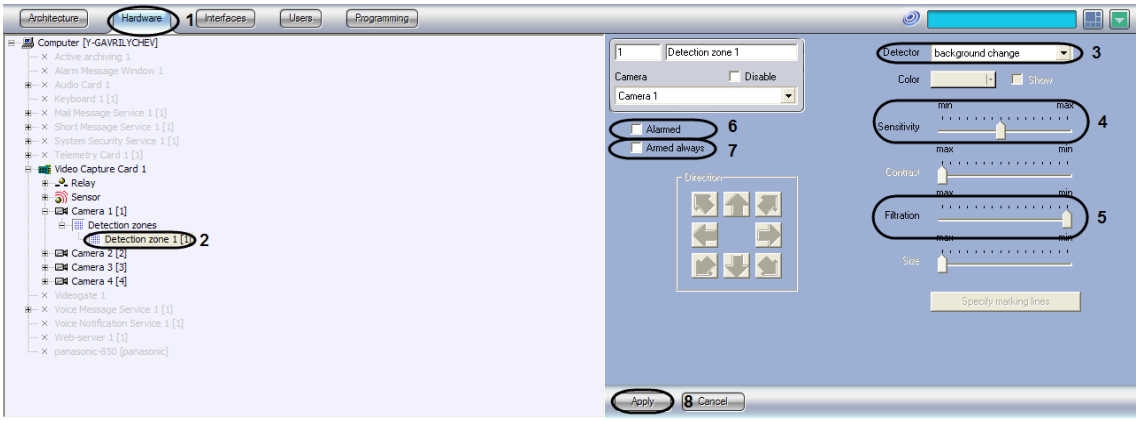

Figure 8.4-59 Configuring Background change detection tool
1. Go to the“Hardware” tab in the “System settings” dialog box (Figure 8.4-59, 1).
2. Select the “Detection zone” object corresponding to the required detection tool, on the “Hardware” tab in the objects tree (Figure 8.4-59, 2). The settings panel for the selected object appears on the right of the “Hardware” tab.
3. Enable the background change detection tool (see the “Enabling, configuring and disabling video detection tools” section) or select the focusing detection tool registered earlier (Figure 8.4-59, 3).
4. Set the value of the “Sensitivity” parameter by moving the the slider of the same name (Figure 8.4-59, 4). This setting defines the deviation of the integral frame brightness from its mean value at which the detection tool is to trigger.
5. Set the value of the “Filtration” parameter by moving the slider of the same name (Figure 8.4-59, 5). This setting corresponds to the object’s upper speed threshold, at which the detector is not to trigger.
6. To enable the auto recording option on a background change detection tool alarm for the selected camera, set the “Alarmed” checkbox (Figure 8.4-59, 6).
7. To disable disarming of the background change detection tool by any user (irrespectively of his rights), set the “Armed always” checkbox (Figure 8.4-59, 7).
8. Click the “Apply” button (Figure 8.4-59, 8).